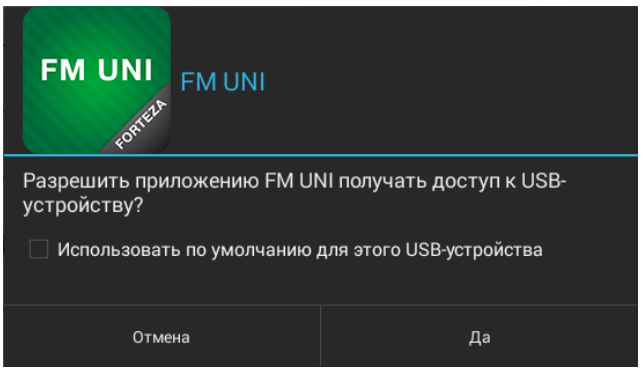

Рисунок 2.27
2.3.7.4.6 Нажать кнопку «Подключиться», после чего всплывет разрешение на доступ к USB устройству (рисунок 2.27).